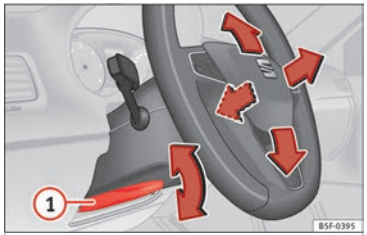

Fig. 15 Lever in the lower left side of the steering column.
- Adjusting the position of the steering wheel: Pull the ››› **Fig. 15** (1) lever down, move the steering wheel to the desired position and lift the lever back up until it locks.